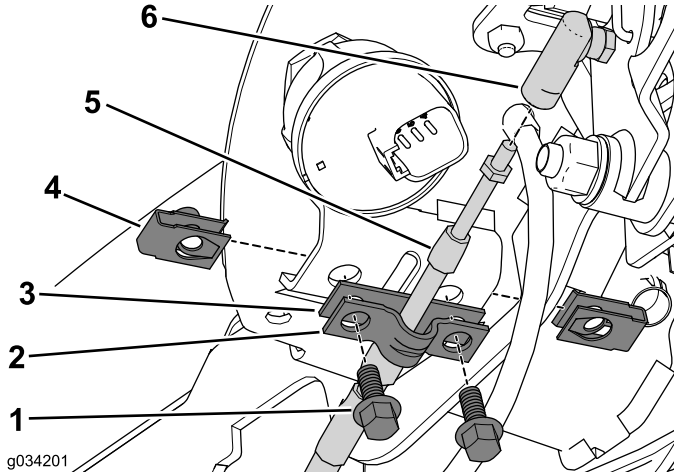

Bild 5
1. Entfernen Sie die zwei Schrauben und den Mutternclip, mit denen die Kabelklemme und Beilagscheibe am Bedienfeld befestigt sind (Bild 5).
2. Legen Sie die Kabelklemme zur Seite und werfen die Beilagscheibe weg (Bild 5).
3. Klemmen Sie den Zug für die arretierte Neutral-Stellung vom Zuganschluss ab (Bild 5).